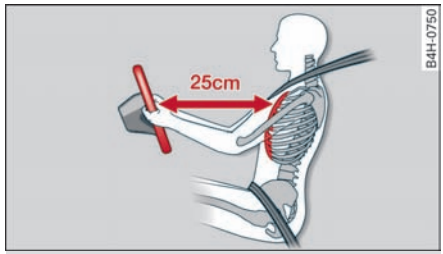

图 186 距方向盘的安全距离
– 对正、副驾驶员来说，与方向盘或仪表板保持至少 25 cm 的距离非常重要 ⇨ *图 186*。